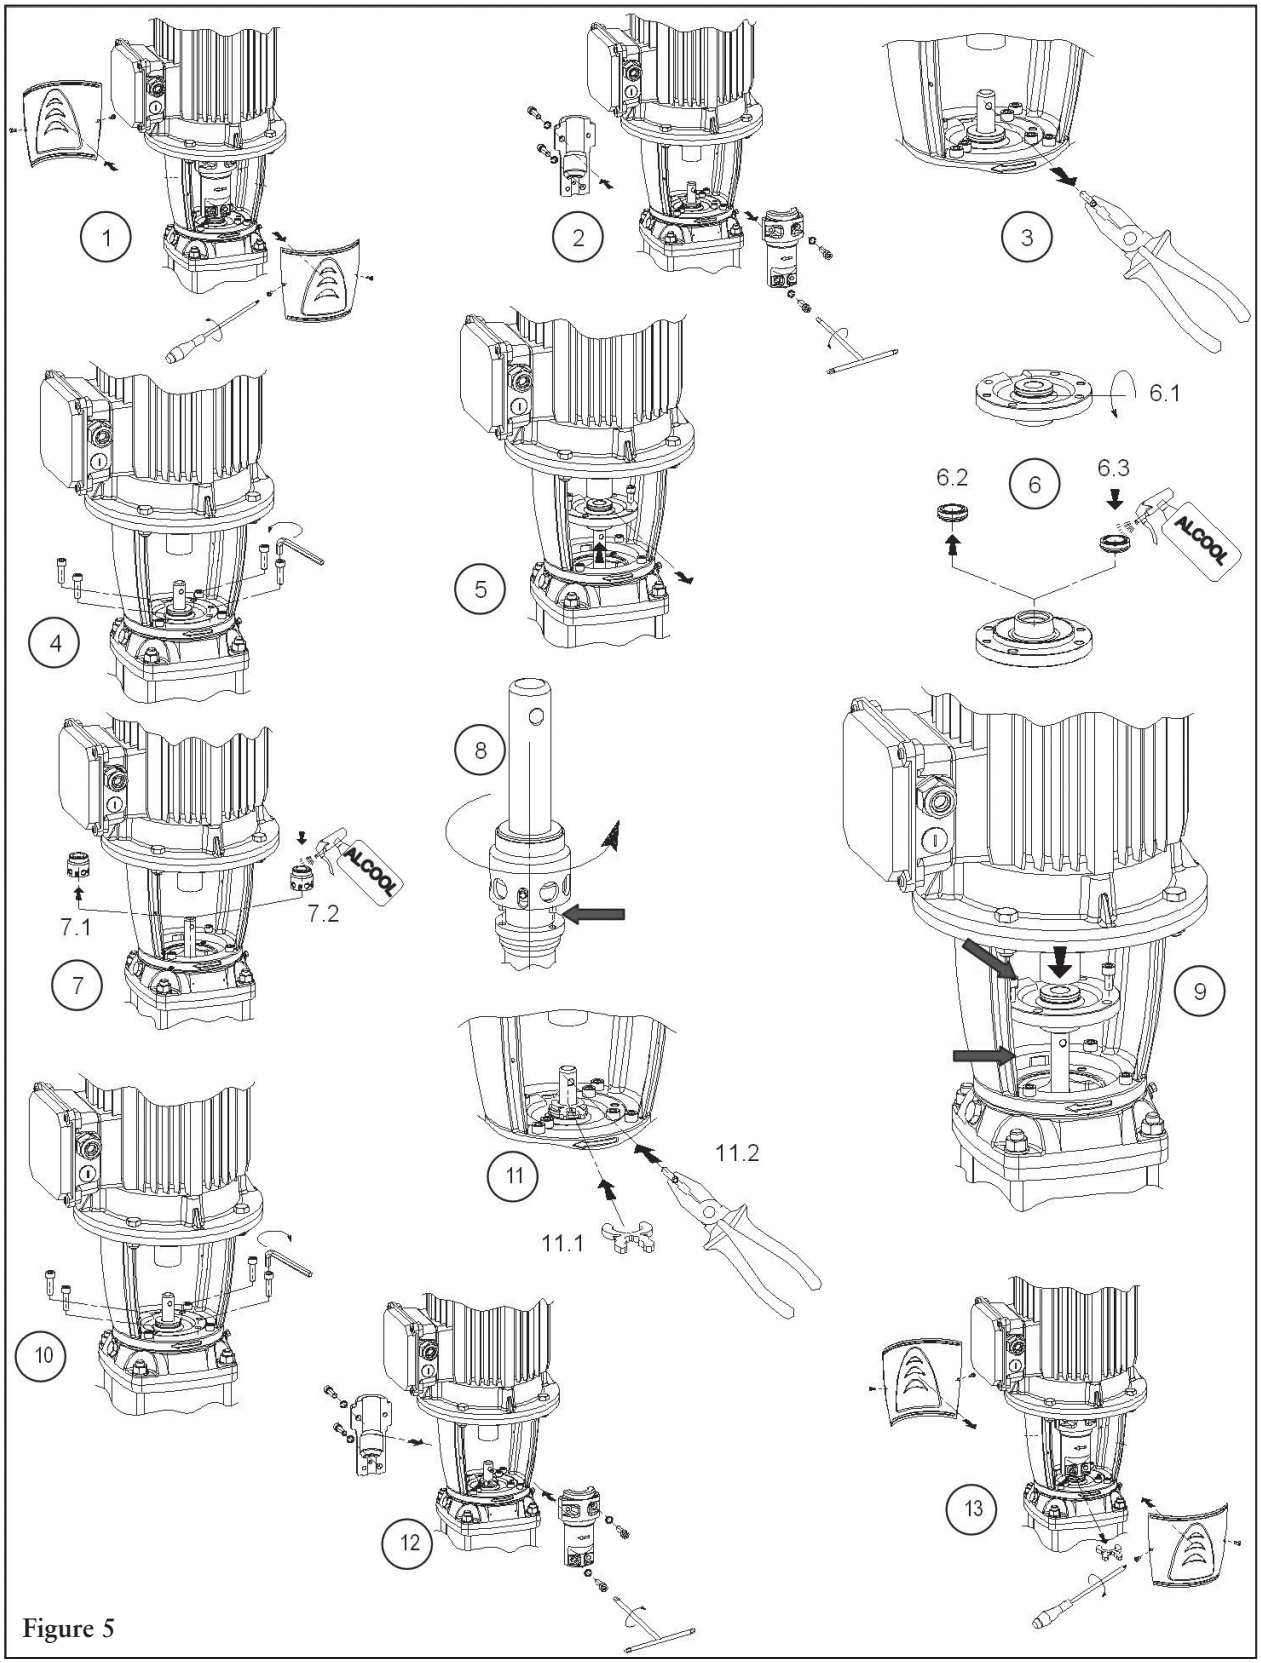

Figure 5
3. Remove the coupling guards, the 4 coupling hex cap screws, the coupling and coupling drive pin. See 1-3, Figure 5.
7. Remove the rotary portion at the mechanical seal by sliding the rotary unit axially upwards along the pump shaft. Inspect the pump shaft for any burns or debris. Any burrs should be ground smooth with (fine grit) emery paper. See step 7 in Figure 5.
8. Lubricate the o-ring located in the ID of the rotary unit of the mechanical seal with a lubricant compatible with the seal elastomers. Carefully slide the rotary unit of the mechanical seal down the shaft. Rotate the seal to locate the pin on the bottom of the seal with the holes in the shaft sleeve (33-125SV only). Cycle seal up and down to lubricate o-ring and prevent seal from sticking to shaft. See step 8 in Figure 5.
Carefully reinstall the seal housing between the pump and motor shaft and slide the seal housing down the shaft into position. **Use caution when mounting the seal housing between the pump/motor shaft so that the seal face on the stationary seat is not damaged.** See step 9 in Figure 5.
10. Reinstall the 4 hex cap screws, tightening the screws evenly and then torquing them to the values given in the engineering data. See step 10 in Figure 5.
11. Reinstall the coupling pin and locate the space shim on the shaft on the seal housing. **If the shim is not available, a 5 mm spacer can be used.** See step 11 in Figure 5.
12. Reinstall the coupling halves and evenly tighten the coupling bolts and torque them to the values given in the coupling section. Remove the spacer shim and save for future use. See step 12 in Figure 5.